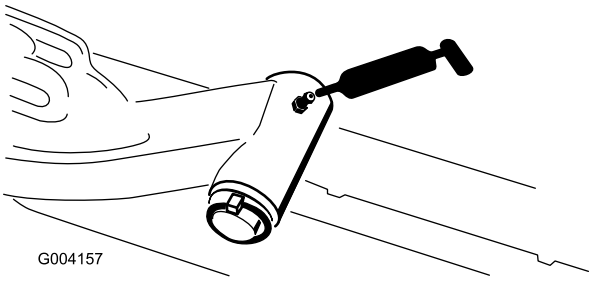

Figur 67
- Lyftarmens svängaxel (1 var) (Figur 67)